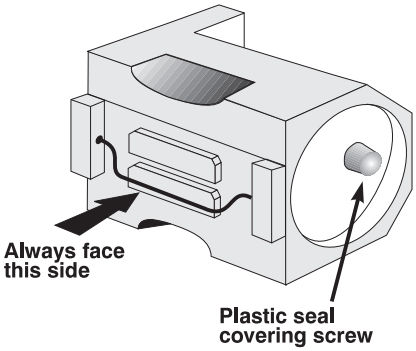

Figure 4.5. Lamp valve
3. Locate the plastic seal protruding from the ***right*** side of the module—the side opposite the lens (Figure 4.5). Remove this seal to expose the valve screw underneath.